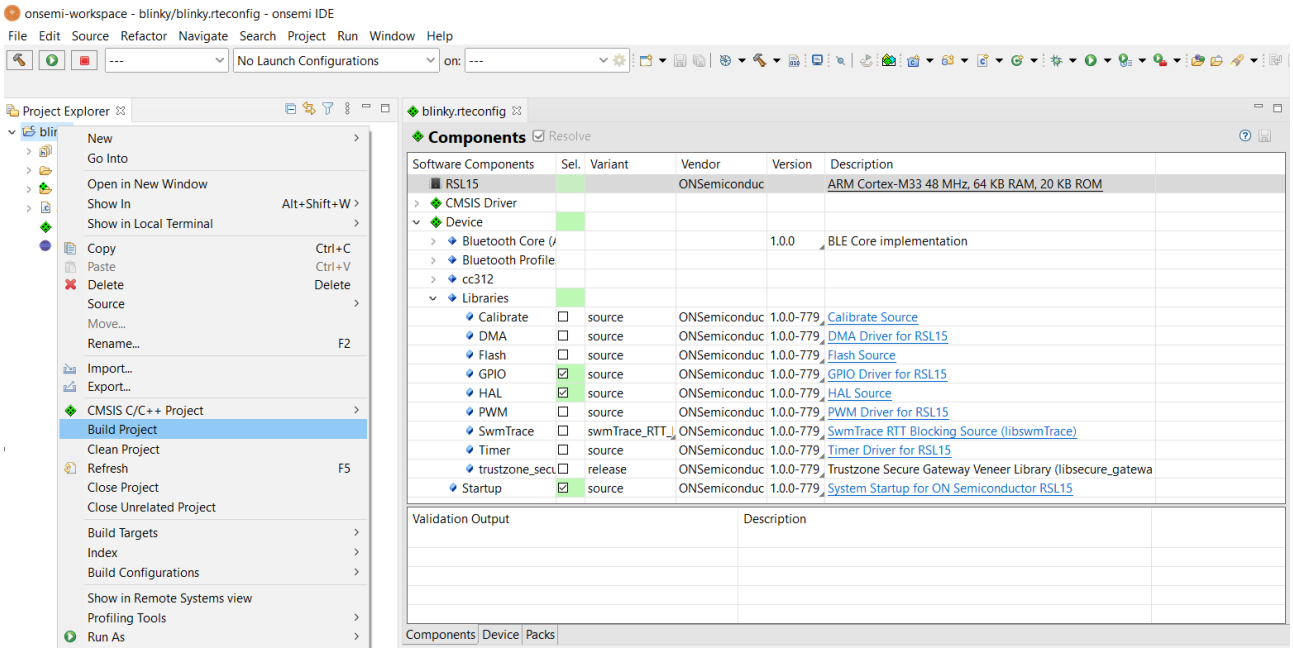

Figure 9. Beginning to Build a Project in the onsemi IDE
1. Right click on the folder for *blinky* and click **Build Project**. Alternatively, you can select the project and click the **Build Project icon**, which looks like a hammer, as shown in the "Beginning to Build a Project in the onsemi IDE" figure (Figure 9).